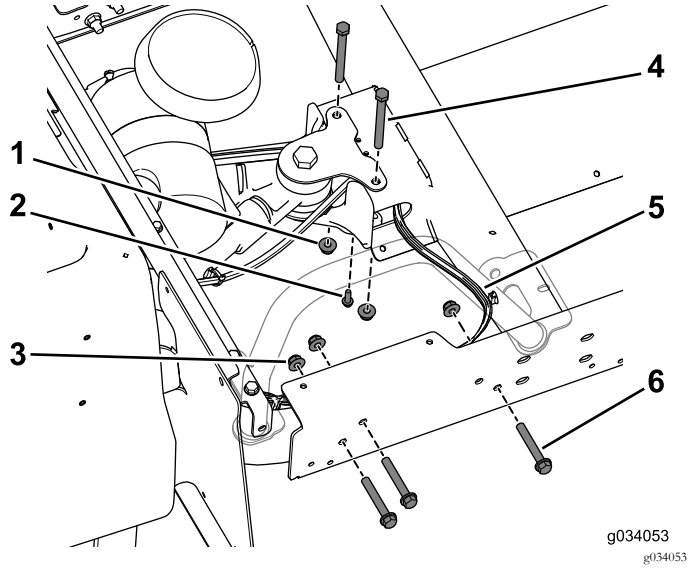

Figur 28
den bakre rammen (Figur 28). Gjør dette på begge sider av maskinen.
Merk: Påse at ledningssatsen kommer ut av midtkanalen på den høyre siden (Figur 28).
9. Bruk den selvgjengende skruen (1/4 x 3/4 tomme) på bremseslangens T-stykke for midtkanalen (Figur 28).
10. Bruk de to boltene (3/8 x 3 3/4 tomme) og flensmutrene til å montere midtkanalen løst til det bakre festet (Figur 28).